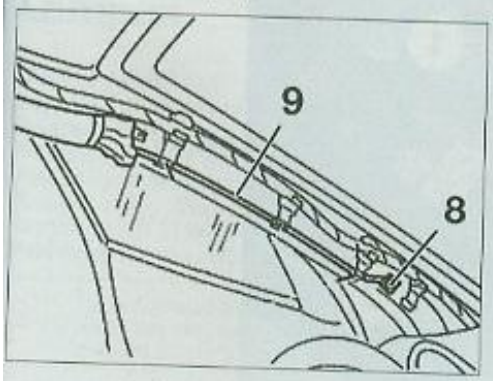

FIG. 20
- déposer les vis de fixation (7) de l'amorce de l'airbag.
- déposer la vis (8) (Fig.20).